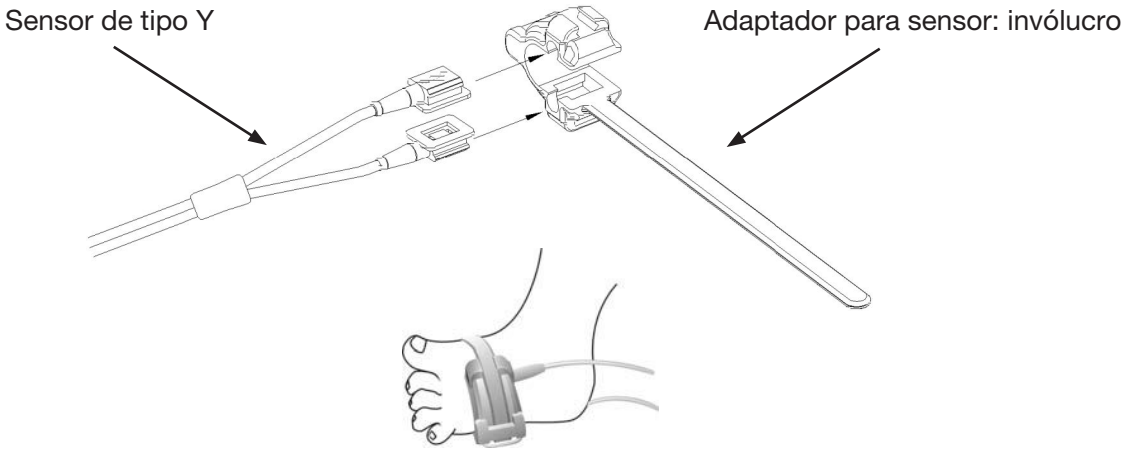

Figura 3.10 Posicionamento do sensor de SpO2 para recém-nascidos
3. O sensor de SpO2 para recém-nascidos deve ser conectado conforme a figura 3.10.